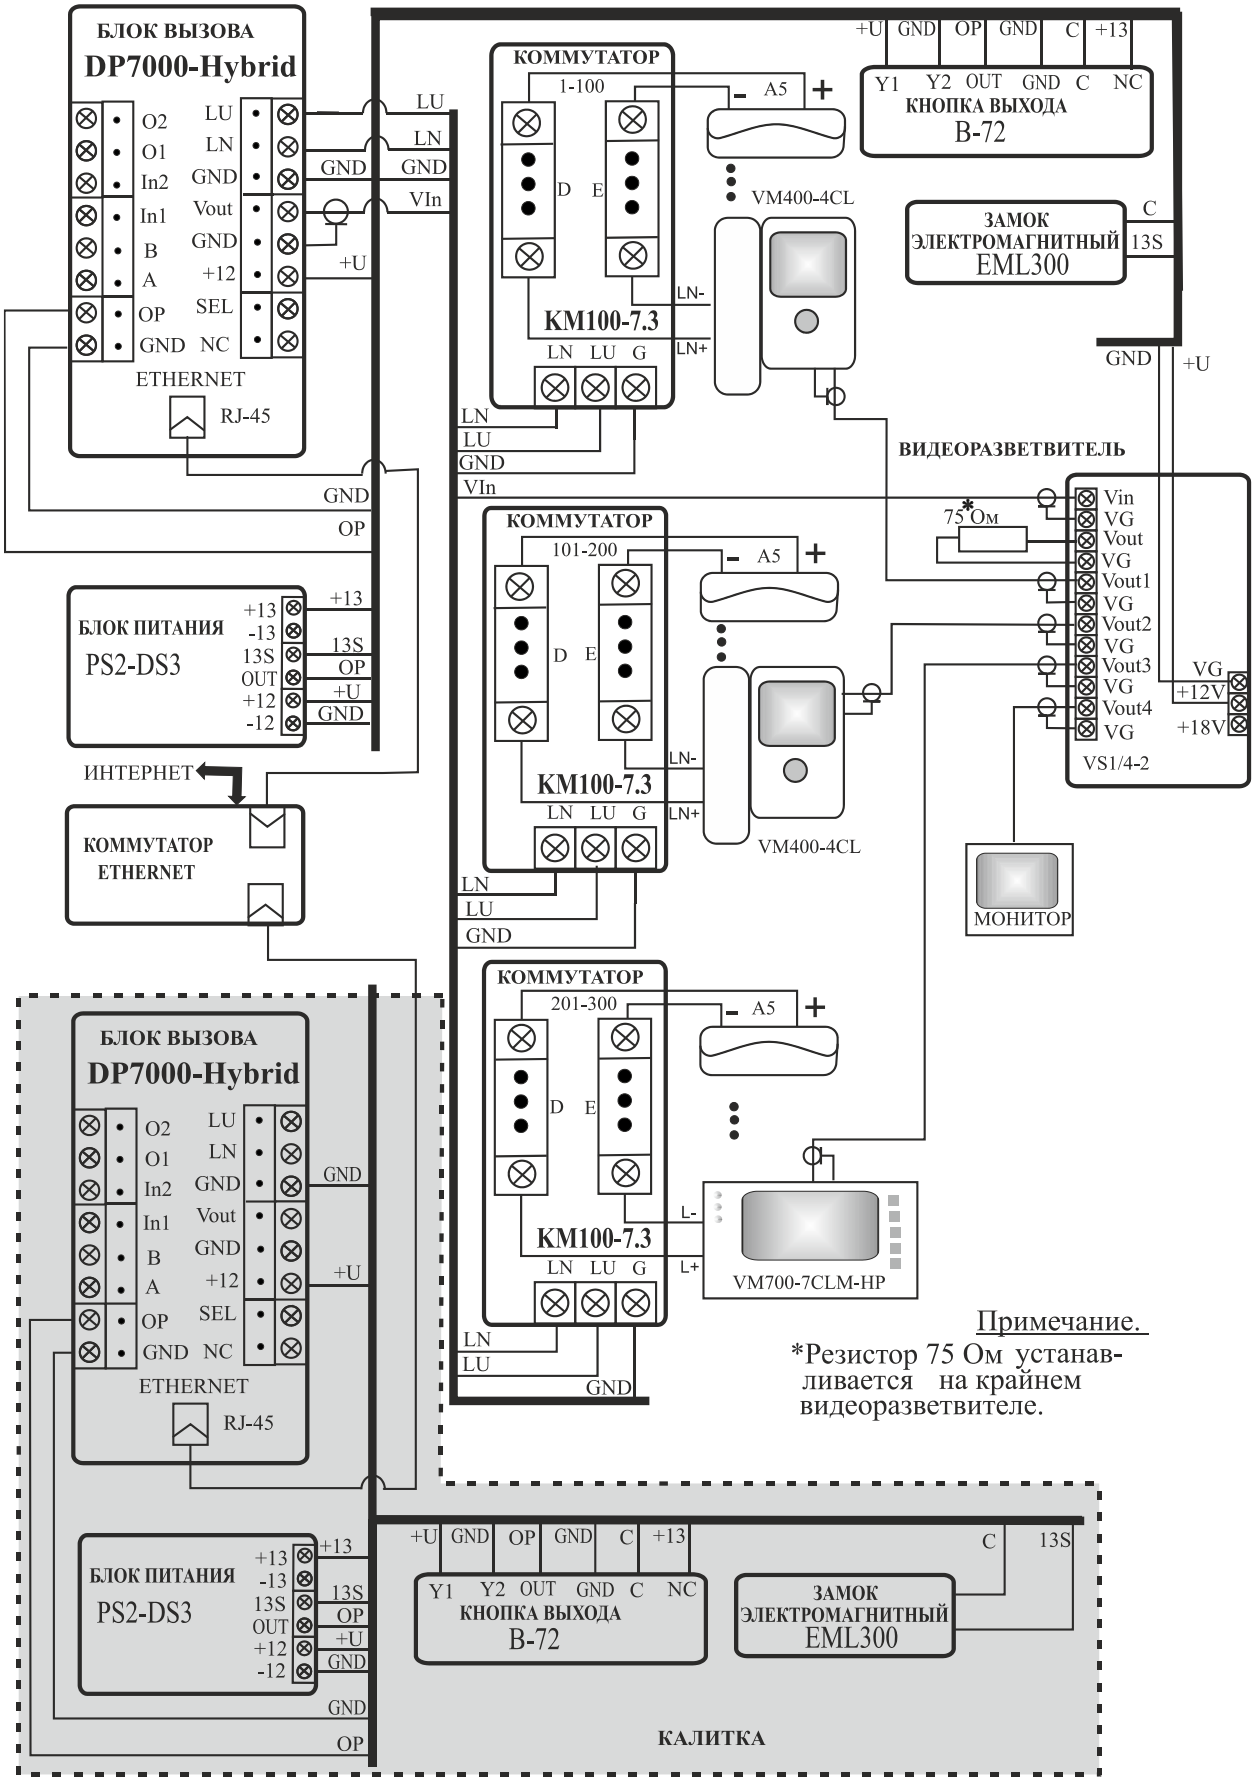

Рис.5 Подключение одного БВ к КМ 100-7 без гальванической развязки
БВ соединяется с остальными блоками системы согласно приведенным монтажным схемам (рис.5…13).
- Рис.5 Подключение одного БВ к КМ 100-7 без гальванической развязки.
Схема подключения ЭМЗ к БП PS2-DS3, БВ и кнопке вывода В-72(Р) представлена на рис.5…13. Цепи коммутации ЭМЗ в БП содержат схему размагничивания.